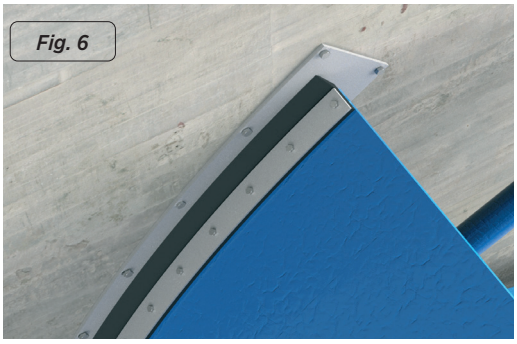

Fig. 6
- Proseguire montando il sistema di guarnizioni sulla travata. Collocare sulla travata le guarnizioni a tenuta stagna laterali e fissarle con le flange di guarnizione laterali avvitandole (fig. 6).